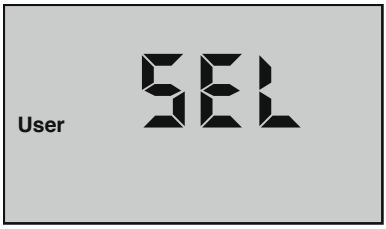

Figure 28
4. Press CAL MCLR key. The instrument will display “**SEL**” and the “**User**” Icon (see Figure 28).